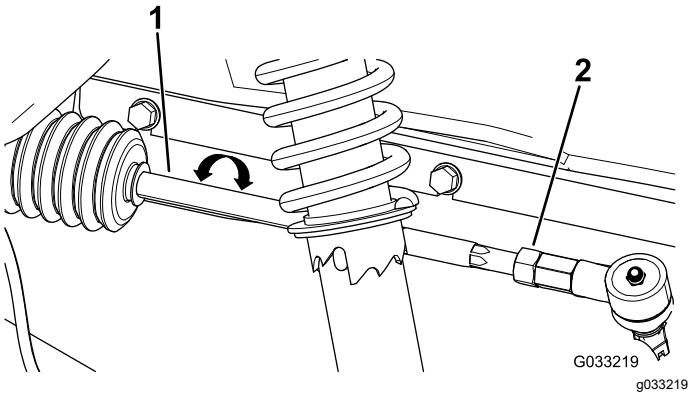

Figura 44
3. Si la distancia no es de entre 0 y 6 mm, afloje las contratuercas en el extremo exterior de las bielas (Figura 44).